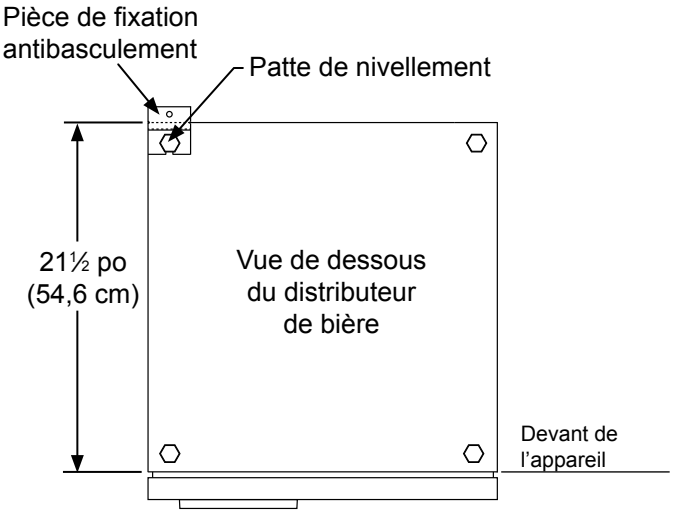

Figure 6
La pièce de fixation antibasculement doit être située sur le plancher, dans le coin arrière gauche ou droit du distributeur de bière, comme illustré dans la Figure 6.
3) Assurez-vous de placer le distributeur de bière à l'endroit souhaité, puis marquez sur le plancher le coin correspondant aux parties arrière et latérale de l'appareil, à l'endroit où la pièce de fixation antibasculement sera installée. Si l'installation ne permet pas de marquer le coin arrière de l'appareil, tracez des lignes temporaires sur le plancher pour marquer le coin avant de l'appareil, en excluant la porte. Glissez le distributeur de bière hors de son emplacement. À partir de la ligne temporaire, prolongez la ligne de paroi latérale de 21½ po (54,6 cm) vers l'arrière, comme illustré dans la Figure 6.